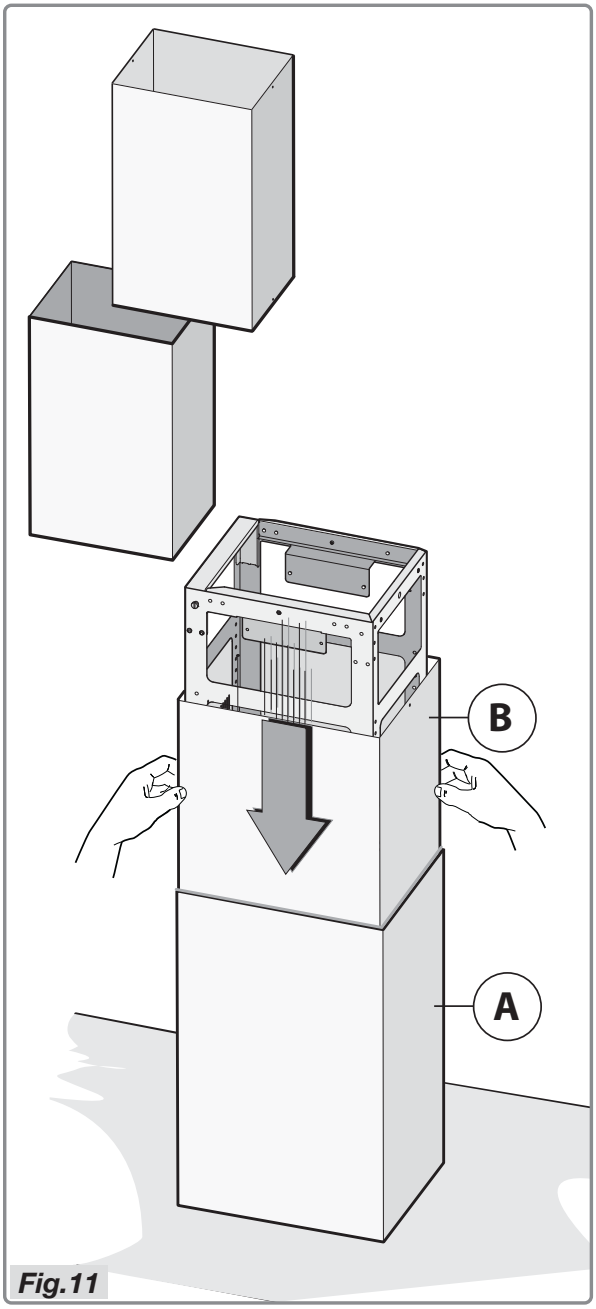

Fig.11
- Connect the bottom chimney **A** to the top one **B** as shown in Figure 11.